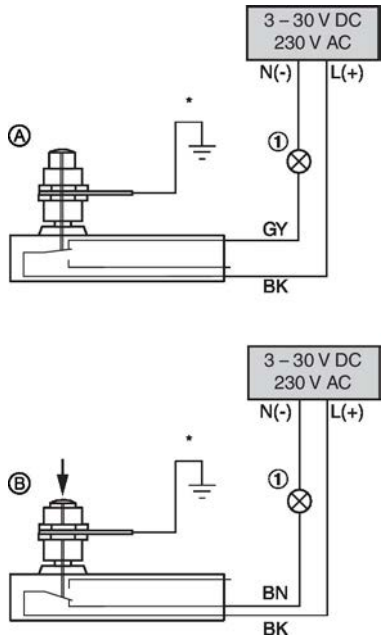

Afb. 12: Aansluitvoorbeeld eindschakelaar
① Controle lamp of relais, (door derden)
- Eindschakelaar aansluiten aan de hand van naaststaand bedradingsvoorbeeld.Afb. 12